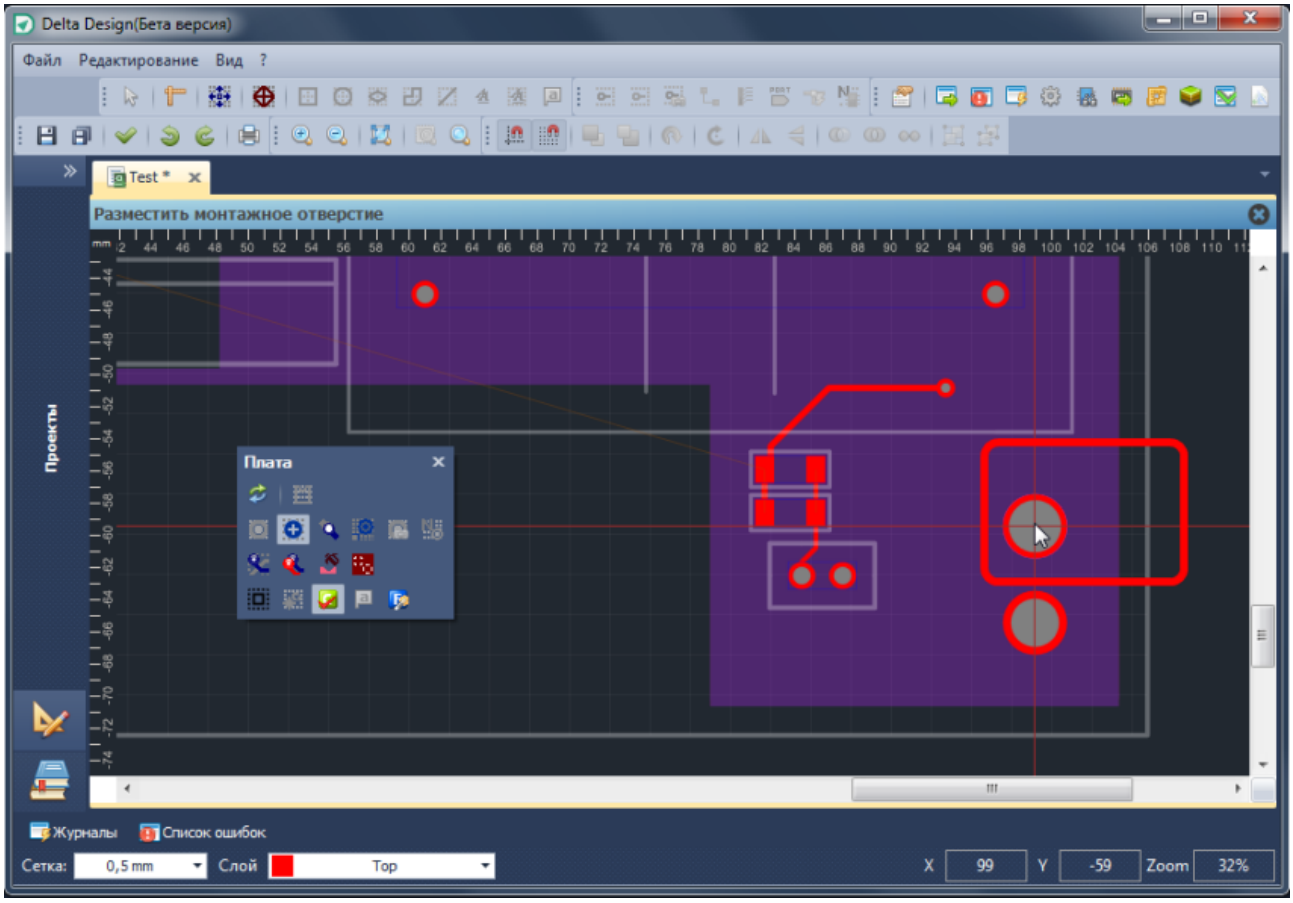

Рис. 711. Предполагаемый вид монтажного отверстия
3. Переместить курсор в рабочую область редактора. При перемещении курсора по рабочей области редактора будет отображаться предполагаемый вид монтажного отверстия на плате, см. Рис. 711.